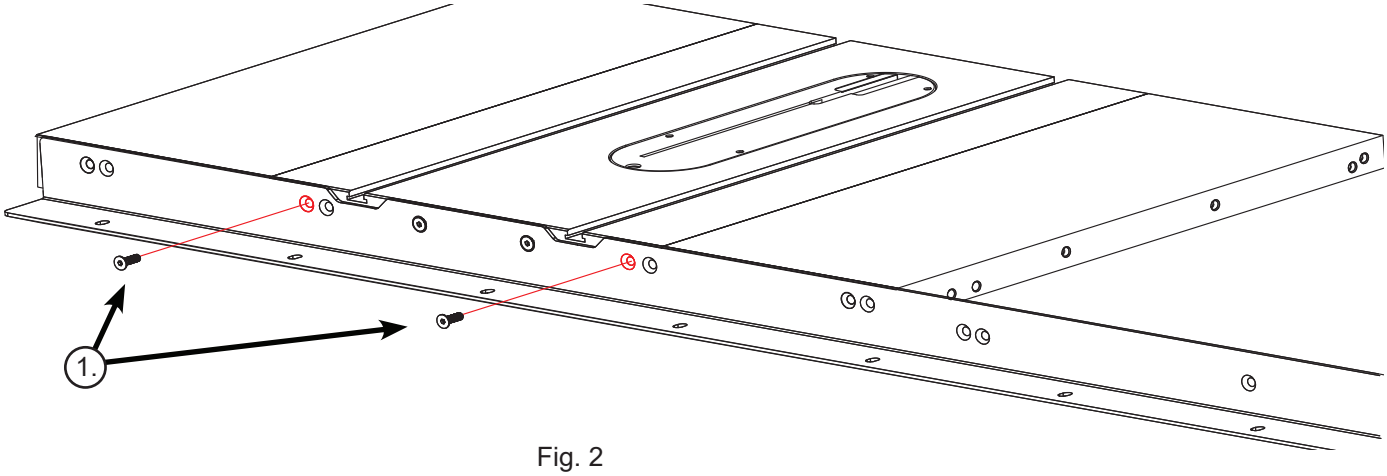

Fig. 2
2. Prenez deux autres boulon fraisé à tête creuse M8 x 16 et vissez-en une dans le trou situé à droite des crans et l'autre dans celui situé à gauche des crans (voir Fig. 2). Serrer les vis avec une clé hexagonale de 5 mm.